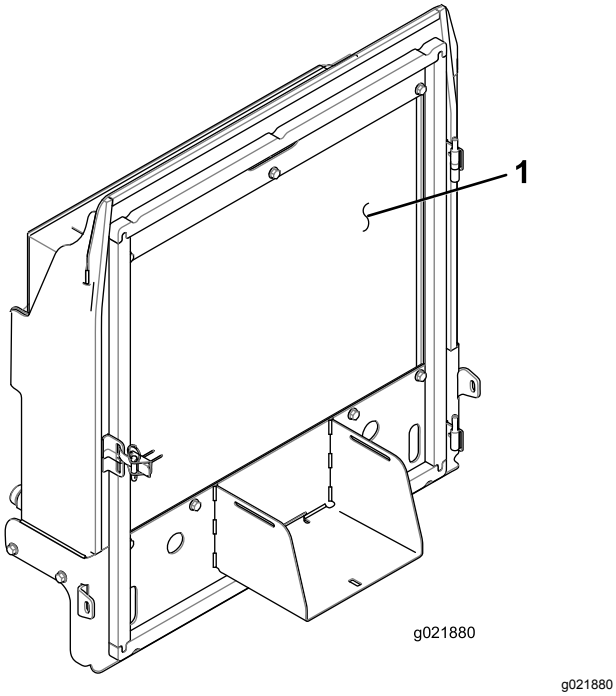

Figuur 95
4. Reinig beide zijden van de radiateur/oliekoeler grondig met perslucht (Figuur 95).